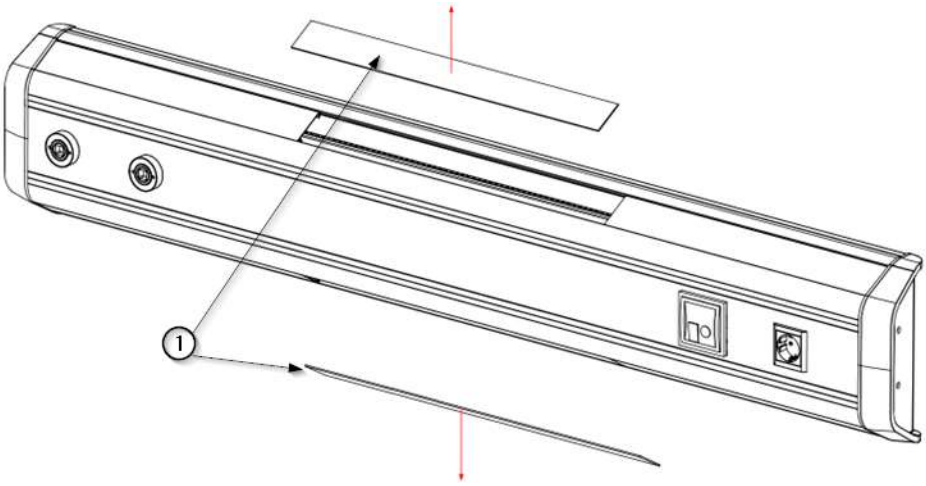

Abb. 1 Entfernen der oberen und unteren Diffusoren
- Entfernen Sie die Lichtdiffusoren ① wie in Abb. 1 gezeigt. Verwenden Sie einen flachen Schraubendreher und achten Sie darauf, den Lack auf den Seitenabdeckungen nicht zu zerkratzen.